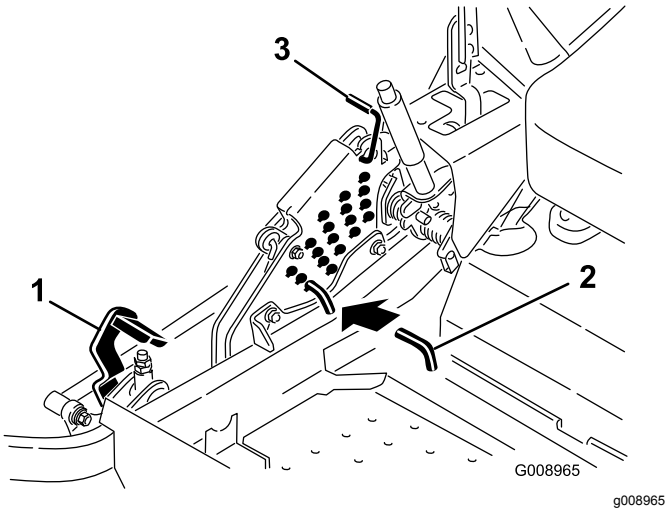

Figur 24
2. Tråkk på løftepedalen for klippeenheten for å heve denne til transportstillingen (samme som klippehøydestilling 140 mm), som vist i Figur 24.
3. Drei pinnen 90 grader og ta den ut av klippehøydebraketten for å justere klippehøyden (Figur 24).
4. Velg det hullet i klippehøydebraketten som svarer til ønsket klippehøyde, og sett inn pinnen (Figur 24).